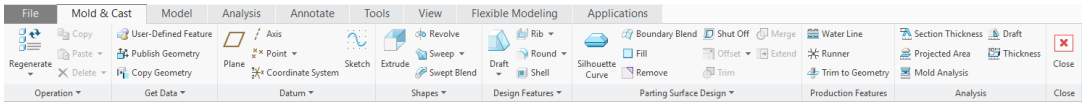

Figure 16-7 *Tools in the* ***Mold & Cast*** *tab*
1. Choose the **Mold/Cast** tool from the **Engineering** group of the **Applications** tab; the **Creo Parametric 5.0** window is displayed with the **Mold & Cast** tab chosen. Figure 16-7 shows the tools available in the **Mold & Cast** tab.